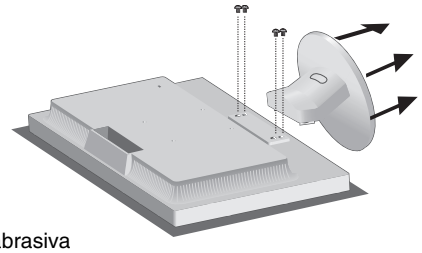

Figura R.2
3. Togliere le 4 viti che fissano il monitor al supporto e sollevare il supporto come illustrato (**Figura R.2**).